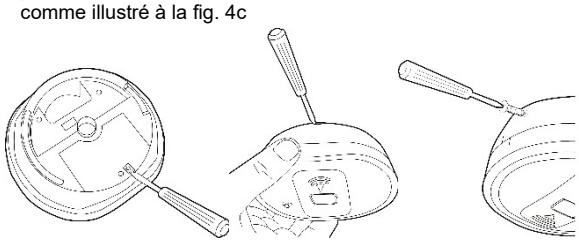

Fig. 4a *Fig. 4b* *Fig. 4c*
6) Afin de rendre le détecteur résistant au retrait non autorisé et au sabotage, cassez le petit tenon situé sur la base, comme illustré à la fig. 4a. Pour retirer le détecteur du plafond, il est désormais nécessaire d'utiliser un petit tournevis qu'il faut insérer entre le corps du détecteur et le loquet de la base (fig. 4b). Le détecteur verrouillé peut en outre être immobilisé à l'aide d'une vis autotaraudeuse, comme illustré à la fig. 4c